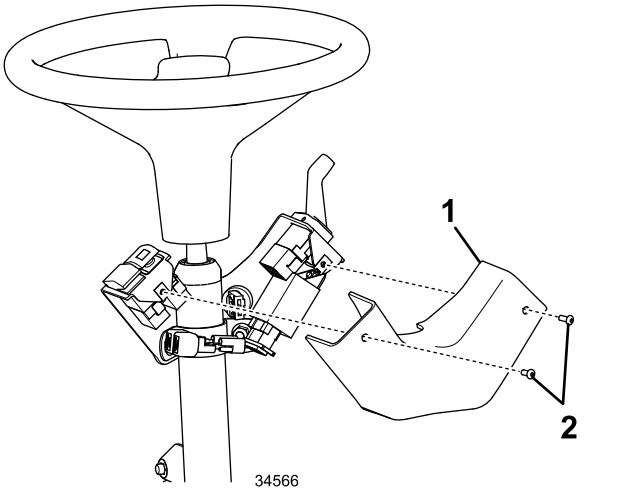

Figur 29
16. Monter dekslet på stammebrakettenheten med to sokkelskruer med halvrundt sekskanthode, som vist i Figur 29.